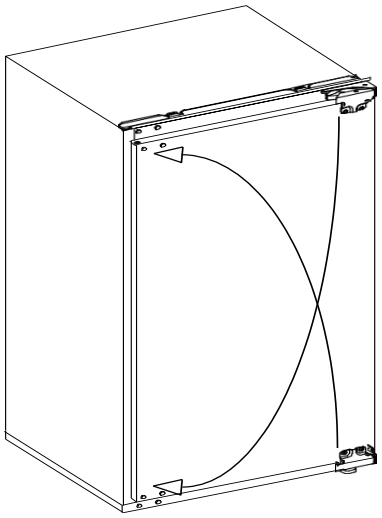

Fig. 10
6. Relocate the hinges to their opposing corners as shown in Fig. 10
8. Insert the cover caps (3) on the opposite side in the exposed holes